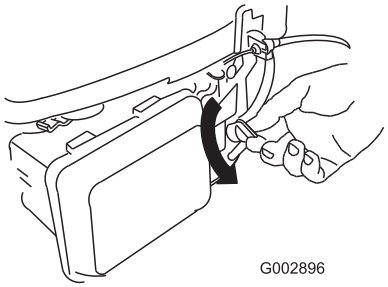

Figure 10
1. Tournez le levier du robinet d'arrivée de carburant en position ouverte (Figure 10).